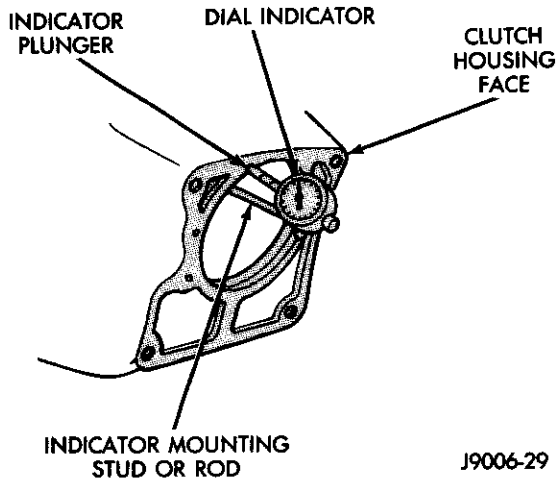

Fig. 5 Measuring Clutch Housing Face Runout
(1) Reposition the dial indicator plunger on the housing face (Fig. 5). Place the indicator plunger at the rim of the housing bore as shown.
(2) Rotate the crankshaft until the indicator plunger is at the 10 O'clock position on the bore. Then zero the dial indicator.